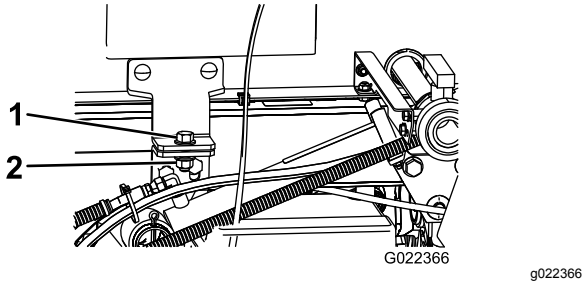

Figur 41
4. Fjern sikkerhetsboltene fra forsiden av plattformen (Figur 41).